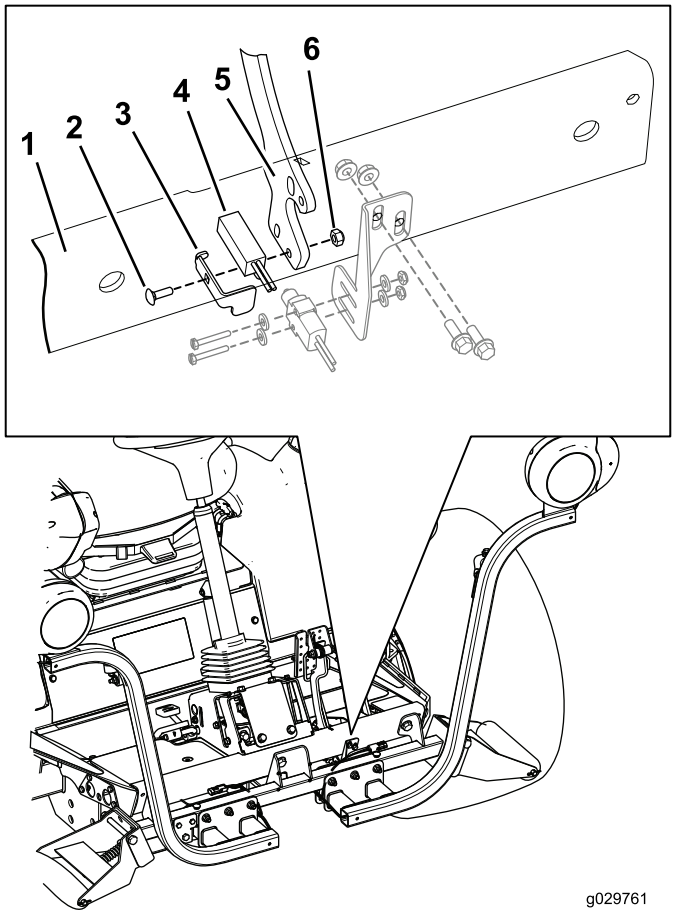

Bild 20
1. Nehmen Sie den Initiatorsensor am Bremspedalhebel (Bild 20) ab und legen alle Teile (außer dem Initiatorsensor) zur Seite.
2. Befestigen Sie den Initiatorsensor mit der Schlossschraube (Nr. 10 x 5/8"), mit der Bremsensensorplatte, dem Initiatorsensor und der Sicherungsmutter (Nr. 10) am Bremshebel, wie in Bild 20 abgebildet.